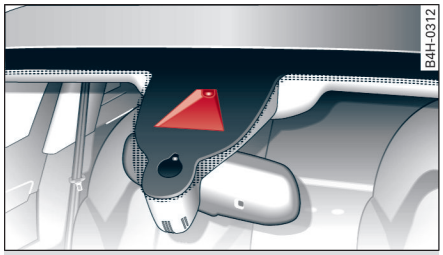

图 124 挡风玻璃：主动式车道辅助的摄像头视窗
– 请确保摄像头的视窗 ⇨ *图 124* 不被贴签或者类似物体遮蔽。清洁指南 ⇨ *第 156 页*。
– 摄像头视窗 ⇨ *98 页*，*图 124* 从外面被污染或结上了冰。请清洁前挡风玻璃上的该部位。